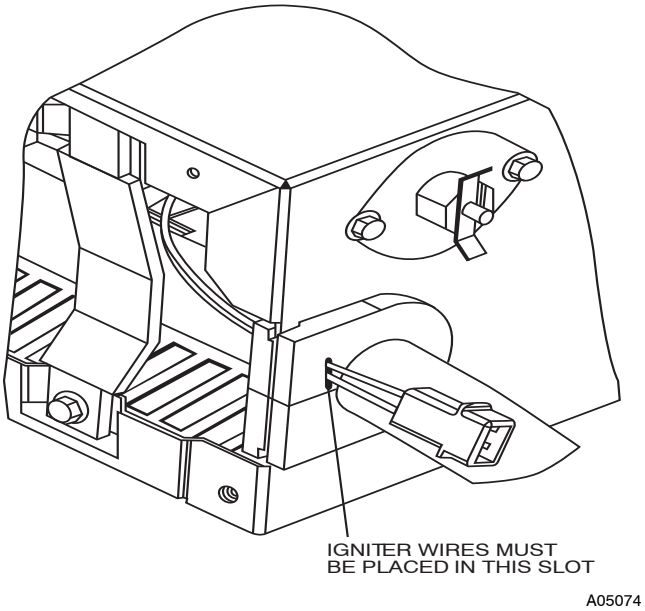

Fig. 7 - Igniter Wire Placement
17. Reinsert the igniter wires in the slot in the manifold grommet, dressing the wires to ensure there is no tension on the igniter itself. (See Fig. 7.)